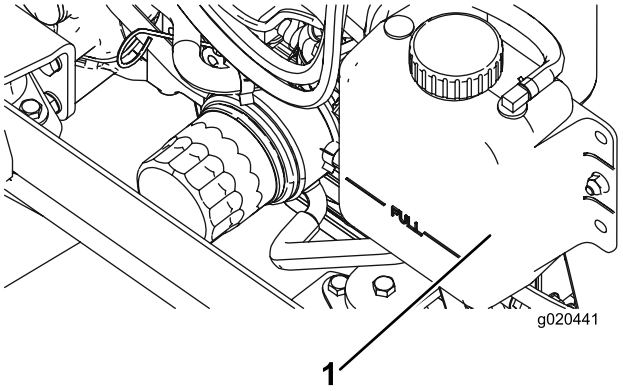

図 64
1. ラジエターと補助タンクのふたを注意深く開ける図 64。